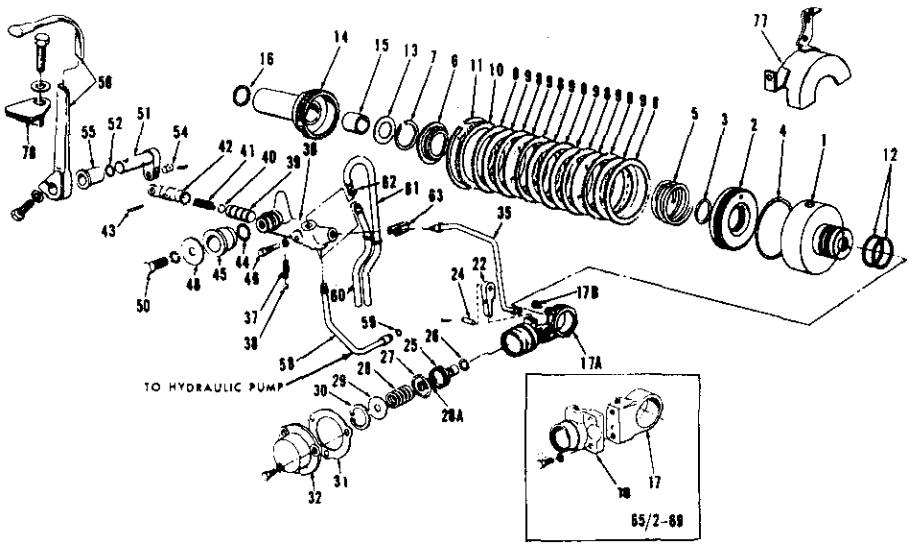
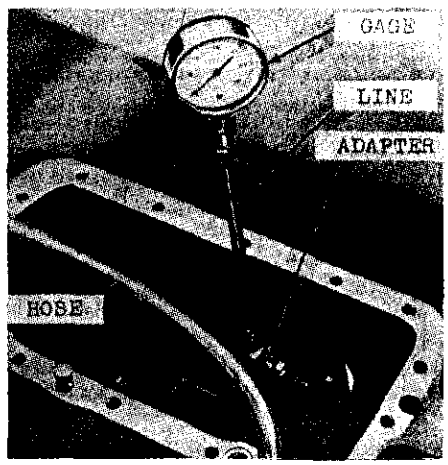
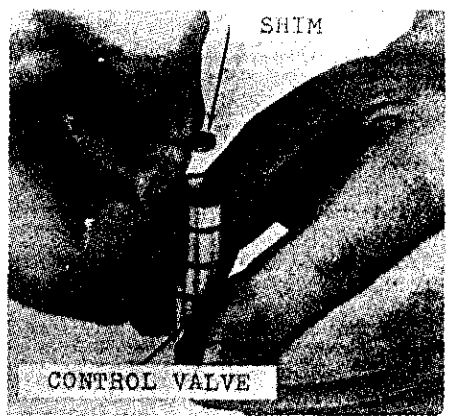

Fig. 357–Exploded view of independent PTO clutch, brake and control valve assemblies for model 4000 tractor.
Fig. 358–View showing pressure gage connected to PTO control valve for checking PTO system relief pressure. Refer to text.
Fig. 359–Placing adjusting shim inside control valve.
When PTO control lever is in engaged position, the PTO control valve directs high pressure oil to the clutch piston (2—Fig. 357) which, due to valve design for gradual build-up in hydraulic pressure, gradually applies pressure to the clutch discs to slowly engage (feather) the clutch. At the same time, oil pressure is directed to the brake piston (25) which compresses spring (28) and releases pressure on brake arm (22).
328. **PTO HYDRAULIC PRESSURE CHECK.** To check PTO clutch hydraulic pressure, first operate tractor until rear axle and hydraulic oil is at normal operating temperature. Then, stop tractor and remove the hydraulic lift cover as outlined in paragraph 347. Disconnect the control valve to clutch pressure tube (35—Fig. 357) at the control valve (36) and install a 0-400 psi hydraulic gage in valve assembly as shown in Fig. 358. Connect a tube from hydraulic lift cover feed tube as shown or mount the accessory cover from top of lift cover over tube opening in edge of center housing so that hydraulic pump flow is directed back into hydraulic sump in center housing. Start engine and operate at slightly above low idle speed. Engage and disengage the PTO clutch several times. Pressure gage reading should be nearly equal each time and within the limits of 175-200 psi. If gage reading is not within limits, remove control valve assembly as outlined in paragraph 329 and add shims (40—Fig. 357) (see Fig. 359 also) to increase pressure. If pressure cannot be increased by adding shims, remove and overhaul the hydraulic lift pump assembly; refer to paragraph 367. If pressure is within limits, but PTO clutch slips under load, remove and overhaul clutch as outlined in paragraphs 330 and 332.
Disconnect the pump to control valve tube (58—Fig. 357) and the control valve to clutch support tube (35) at the control valve ends. Disconnect valve lever (51) from valve plunger (42), then unbolt and remove the valve and exhaust tubes (60 and 61) from center housing as an assembly. Remove the clamp (63) from exhaust tubes and remove the tubes from valve assembly.
To reassemble, insert shims removed in the control valve as shown in Fig. 359, or if a change in operating pressure is necessary (paragraph 328), insert additional shims to increase pressure or less shims to decrease pressure. Shims are available in one thickness (0.030) only. Insert control valve in housing with hollow end out, then insert valve spring inside valve. Place detent spring and ball in housing (see Fig. 361), hold the detent ball down with a pin punch and insert valve plunger in housing. Attach exhaust tubes to valve housing and install the valve and tube assembly with new "O" ring on valve boss.
Connect a hydraulic pressure gage to control valve as shown in Fig. 358 and reconnect pump to control valve pressure line. Check system pressure as outlined in paragraph 328; if pressure is not within limits, remove valve and change number of shims as required. When system pressure is correct, remove pressure gage, reconnect valve to clutch pressure tube and reinstall hydraulic lift cover assembly.
NOTE: It is possible to remove the brake piston (25-Fig. 357) to renew "O" rings (26 & 27) without removing the assembly from transmission. Disconnect the left brake rod, remove cover (32) and using a 3-bolt wheel puller, compress spring (28) as shown in Fig. 362 and remove the snap ring (30—Fig. 357). Then, remove pullers, washer (29), spring (28) and piston (25). Reinstall by reversing removal procedure.
Disconnect left wheel brake link from cross shaft through center housing and right wheel brake link from brake pedal, remove the brake pedals from cross shaft and withdraw the shaft and clutch pedal from center housing. Unbolt and remove the clutch shroud (77—Fig. 357) and disconnect the pressure lines (35 and 58) from control valve and clutch support. Remove the PTO brake cover (32) from outside of center housing, then lift the clutch and brake assembly from center housing.
332. **OVERHAUL PTO CLUTCH AND BRAKE ASSEMBLY.** With the clutch and brake assembly removed as outlined in paragraph 330, refer to exploded view of unit in Fig. 357 and proceed as follows:
NOTE: Beginning with production date of March 1969, a one-piece support and brake housing assembly (17A-Fig. 357) replaced the two-piece assembly (17 and 18) used on earlier models. A different service procedure should be used with the one-piece support assembly as outlined in the following paragraphs.